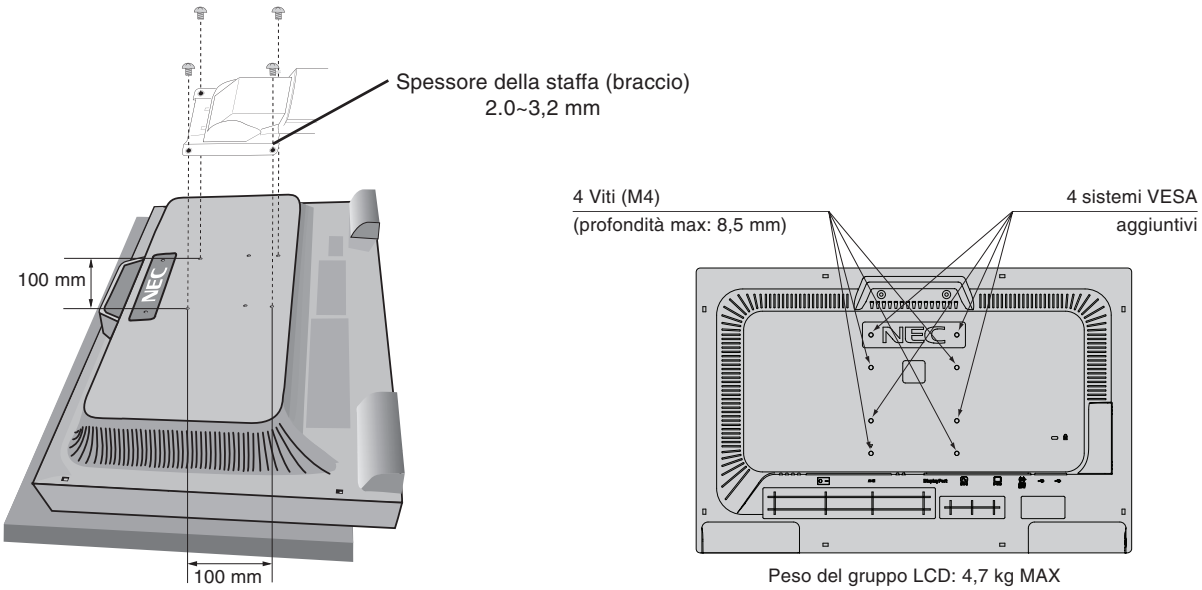

Figura F.1
2. Utilizzando le 4 viti dopo aver smontato il supporto, attaccare il braccio al monitor (**Figura F.1**).